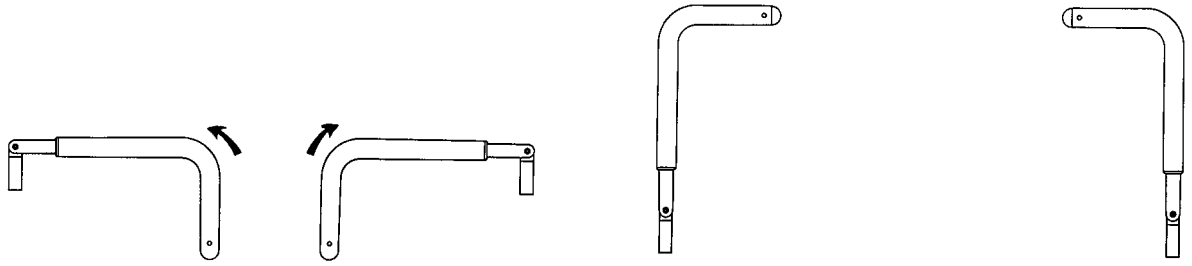

Rysunek 4 – Ustawianie uchwytów po stronie wezgłowia
1. Uchwyty na końcu produktu obrócić do góry (Rysunek 4).